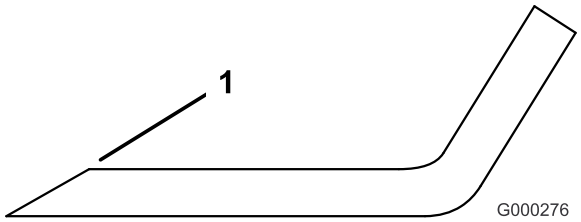

Figura 57
1. Utilice una lima para afilar el filo de corte en ambos extremos de la cuchilla (Figura 57). Mantenga el ángulo original. La cuchilla permanece equilibrada si se retira la misma cantidad de material de ambos bordes de corte.